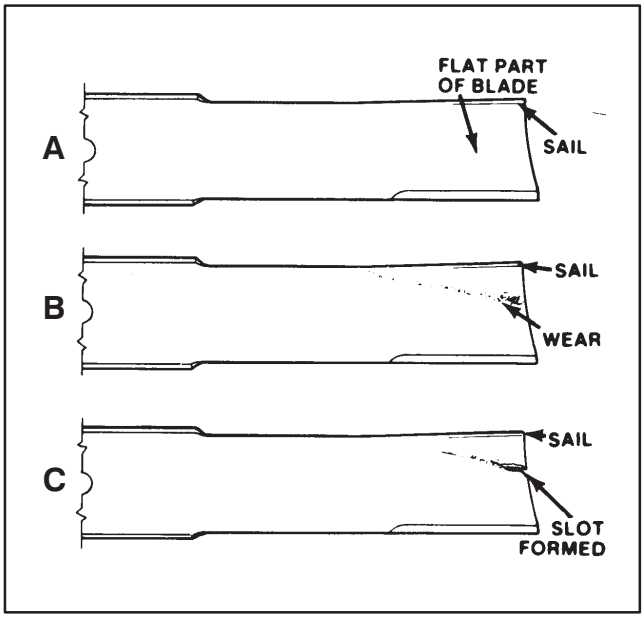

Figure 30
CHECKING SAIL AND SHARPENING CUTTER BLADE (Fig. 30—31)
2. Examine cutting ends of the blade carefully, especially where the flat and curved parts of the blade meet (Fig. 30—A). Since sand and abrasive material can wear away the metal that connects the flat and curved parts of the blade, check the blade before using the mower. If wear is noticed (Fig. 30—B), replace the blade.
If blade is allowed to wear, a slot will form between the sail and flat part of the blade (Fig. 30—C). Eventually a piece of the blade may break off and be thrown from under the housing, possibly resulting in serious injury to yourself or bystanders.